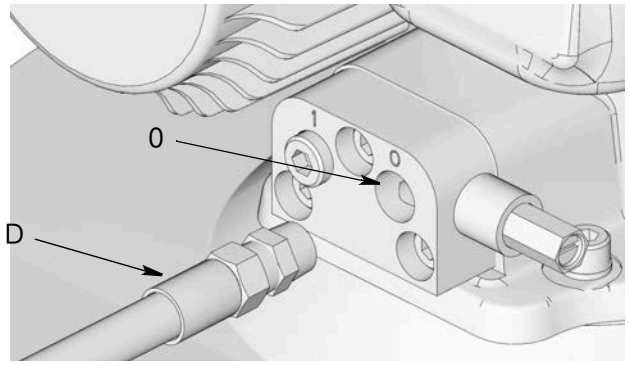

图 63: 润滑剂输出接头
8. 连接定时器 / 控制器 (F) (用户提供，若使用)。
9. 将高压润滑剂供应管路 (D) 连接到排气阀或歧管的润滑剂输出接头 (0) 上 (图 63)。